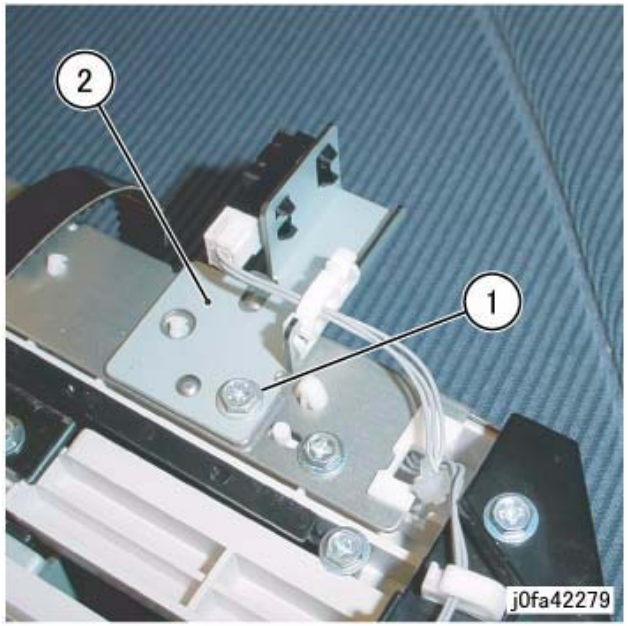

Figure 1 Moving the Eject Home Sensor Assembly (j0fa42279)
6. Move the Eject Home Sensor Assembly (Figure 1):